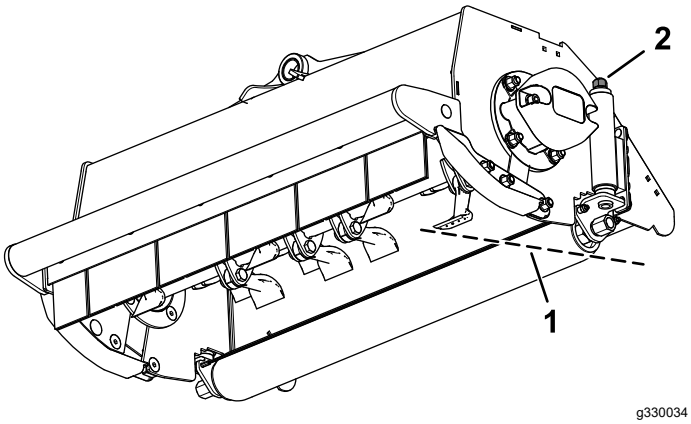

Figur 26
1. Vri justeringsmutterenheten på begge ender med klokken for å senke klippehøyden eller mot klokken for å heve klippehøyden (Figur 26).